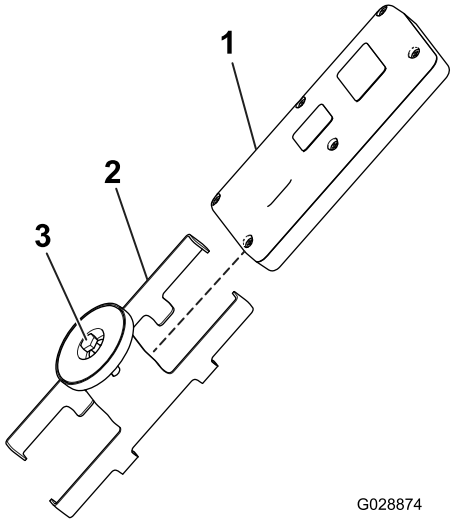

Figur 45
1. Lossa bulten i magneten på det magnetiska kontrollfästet (Figur 45).
2. Dra isär fästets sidor och ta bort kontrollen (Figur 45).
8. Montera handkontrollen på det magnetiska fästet för handkontrollen, dra ihop halvorna för att fästa handkontrollen och dra åt bulten i magneten (Figur 45).